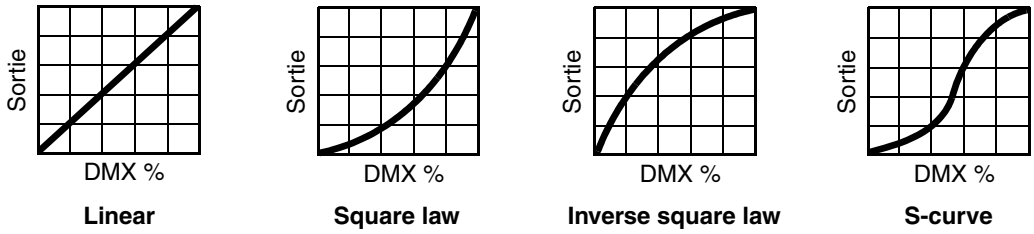

**Figure 6 : Courbes de gradation**
- **DIMMER CURVE** fournit 4 courbes de gradation (voir Figure 6) :